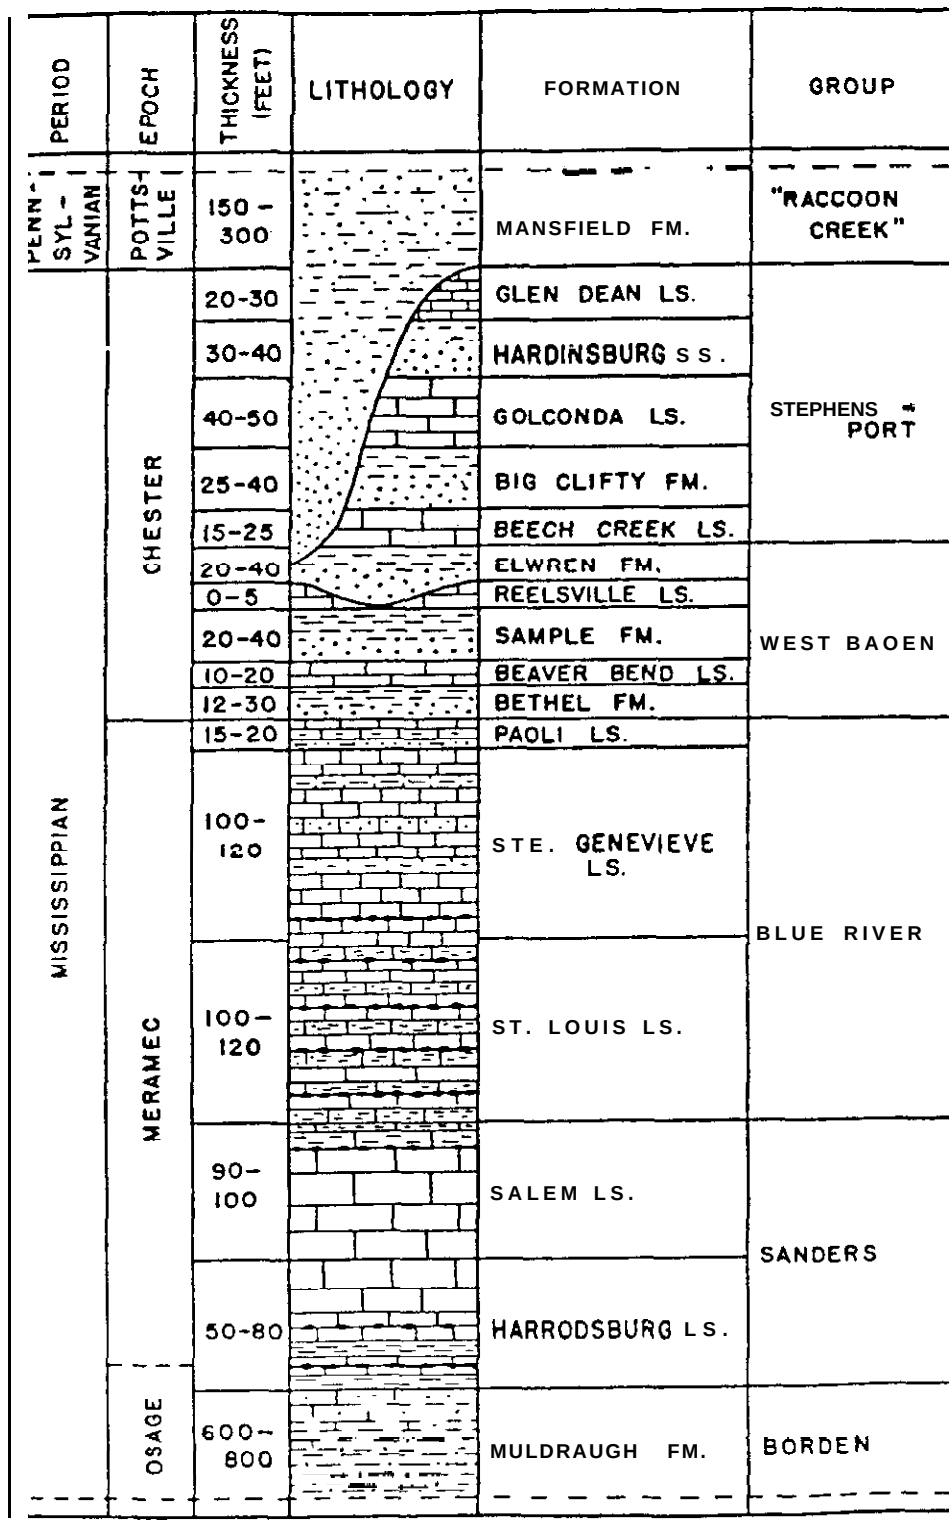

Figure 5. Stratigraphic column for rock units encountered at Nwsc (Palmer 1969)
8. The NWSC lies in the eastern edge of the Illinois basin where the underlying sedimentary rocks dip west-southwest at approximately 50 ft per mile. The surface rocks underlying the NWSC are in the Lower Pennsylvanian and Upper Mississippian geologic time periods. A generalized stratigraphic column at the NWSC is presented in Figure 5. Mississippian rocks of the Chester Series are extensively exposed in the valley walls and hollows along the eastern portions of the NWSC and in the lower zones of deeper valleys toward the west. Pennsylvanian rocks of the Pottsville Series cap most of the hills and ridges along the eastern side of the NWSC and become the predominant surface rocks toward the west boundary of the NWSC. The stratigraphic units in the Pottsville Series consist of interfingered sandstones, shales, claystones, and clastic siltstones, with occasional, relatively thin interbeds of coal that were deposited in multicyclic seas and swamps. The stratigraphic units in the Chester Series consist of alternating and repetitive sequences of limestones, shales, and sandstones that were deposited in shallow seas. Several hundred feet of continuous limestone, middle Mississippian in age, underlie the Chester rocks but remain in the subsurface at the NWSC. The contact between the Mississippian and the Pennsylvanian rocks is a" unconformity where erosional processes extending over a long period of time removed upper portions of the Chester Series prior to Pottsville deposition. Local relief
14. Prior to the start of drilling operations. literature and field surveys were conducted to establish background data on the geology of the area. Personnel from the Indiana State Geological Survey accompanied the site geologist on part of the field reconnaissance. The results of the predrilling surveys showed that the analysis of the stratigraphy presented in earlier reports on the ABG was in error. The stratigraphic units identified in an earlier report (Dunbar 1982) were out of sequence by one formation (too high) in descending order of occurrence. For example, the formation labeled Hardinsburg in the earlier report is actually the Big Clifty Formation, and that labelled Golconda Limestone is actually the Beech Creek Limestone (Figure 5).